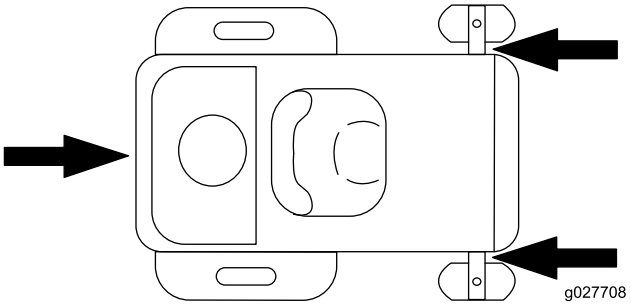

Figuur 25
5. Zet de machine vast bij de voorste zwenkwielen en de achterbumper (Figuur 25).